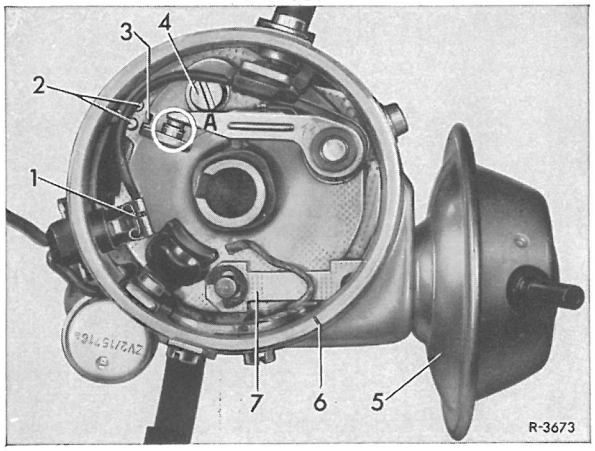

Fig. 00-6/1
2. Knikserkontaktpladen (3) afmonteres. Befæstelsesskruen (4) skrues ud,og ledning (lavspændingsledning 1 til tændspole) trykkes fra forbindelsesklemmen med en skruetrækker (fig.00-6/1) eller skruen til lavspændingsledningen fjernes (alt efter hvilken strømfordelertype,det drejser sig om.
Strømfordelerens totale vakuumforstilling måles uden belastning (værdier se arbejdsnr. 00-0) Forstillingskurven kan korrigeres d.v.s. gøres større eller mindre ved henholdsvis indskruning eller udskruning af anslagsmøtrikken på den trækstang (7), der forbinder membranen i vakuumdåsen (5) med grundpladen (fig.00-6/1)